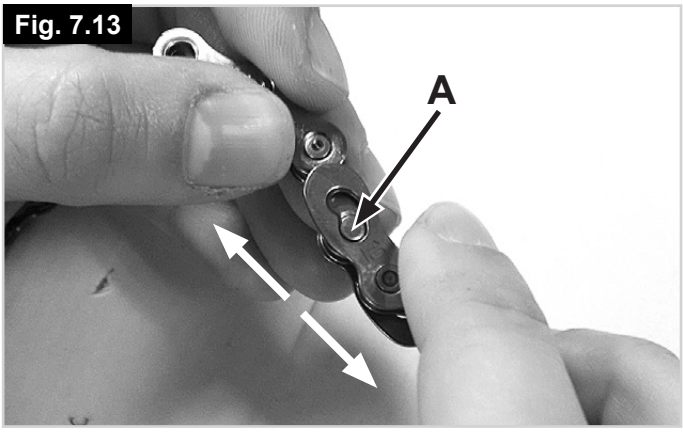

Fig. 7.13
- Insira a extensão da corrente, monte novamente as peças de fixação rápida (A) em ambos os lados e feche-as, afastando-as (Fig. 7.13)